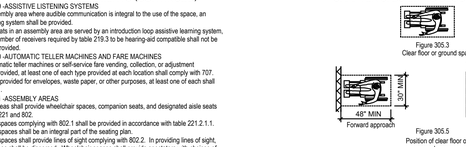

Figure 305.3
C. The clear floor or ground space shall be 30" minimum by 48" minimum. (Fig. 305.3)